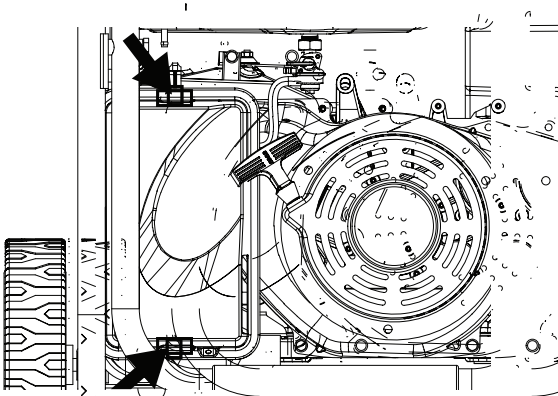

*Figure 21 - Unclip air filter*
3. Unclip the clips on the top and bottom of the air filter cover (Figure 21).